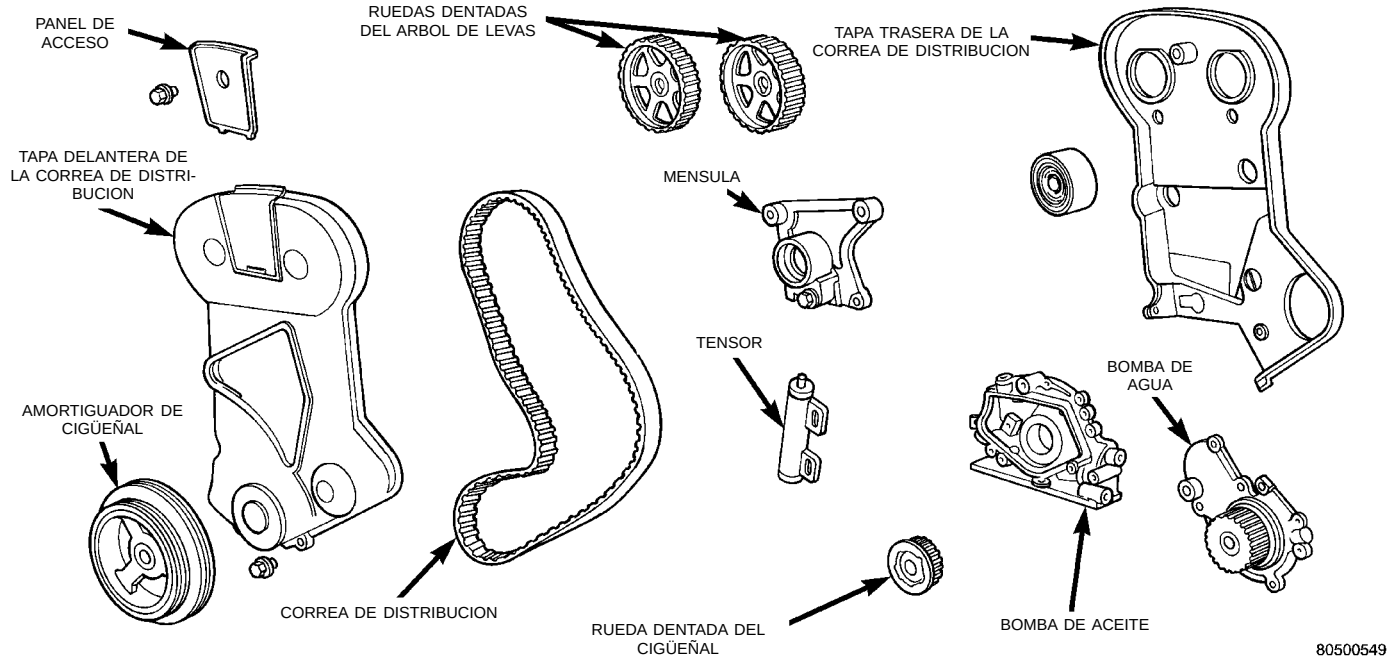

Fig. 41 Sistema de correa de distribución característico—DOHC
(1) Retire la bujía número 1.
(2) Utilice un indicador de cuadrante para establecer el cilindro número 1 en el PMS, en el tiempo de compresión.
(3) Retire el tapón de acceso de la tapa externa de la correa de distribución (Fig. 41).